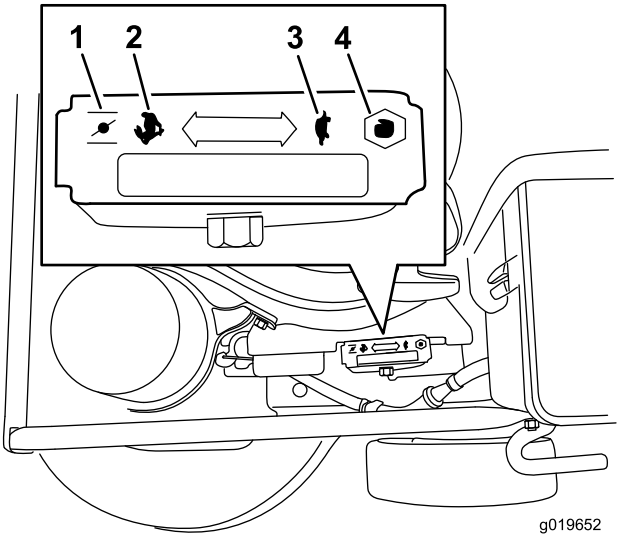

Rysunek 12
3. Ustaw dźwignię przepustnicy w pozycji Ssanie (Rysunek 12).